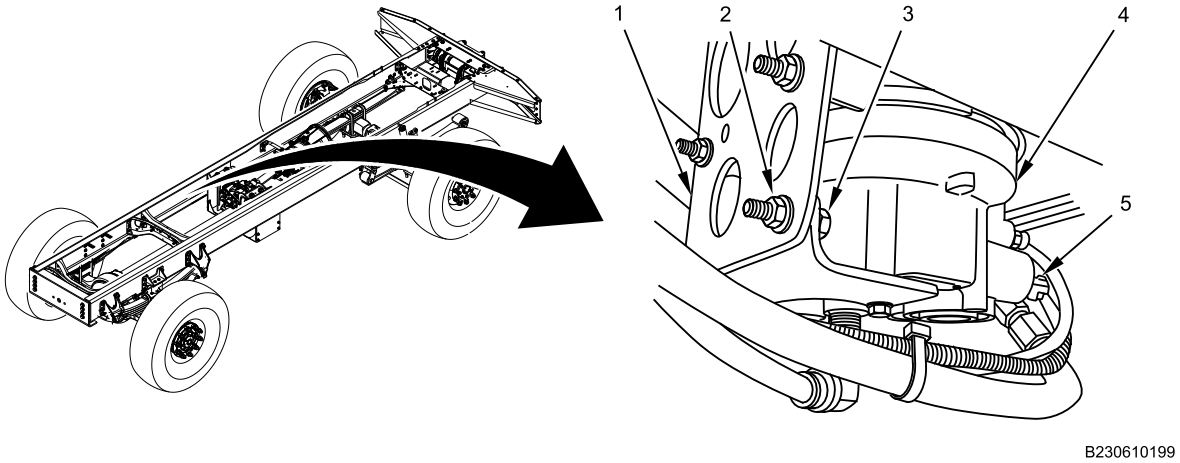

Figure 14. Air Dryer.
11. Install air dryer (Figure 14, Item 4) on bracket (Figure 14, Item 1) with four bolts (Figure 14, Item 3) and nuts (Figure 14, Item 2). One bolt and nut hidden. Tighten securely.
12. Connect two-pin connector (Figure 14, Item 5) to air dryer (Figure 14, Item 4).